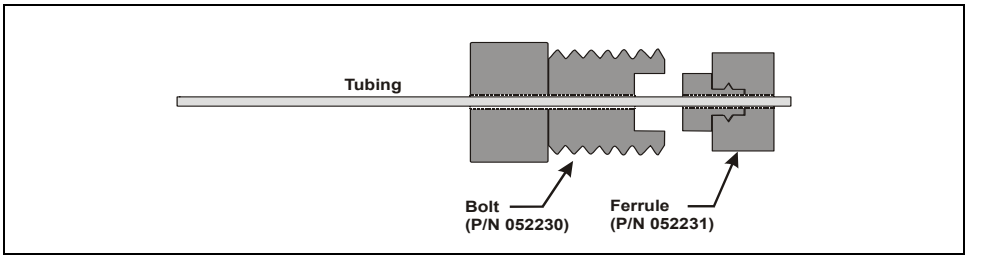

Figure 5-14. Installing the Ferrule Fitting and Bolt
b. Slide the bolt, large end first, onto the end of the tubing and then slide the ferrule, small end first, onto the tubing (see Figure 5-14). Slide the ferrule about 10 mm (3/8 in) past the end of the tubing.